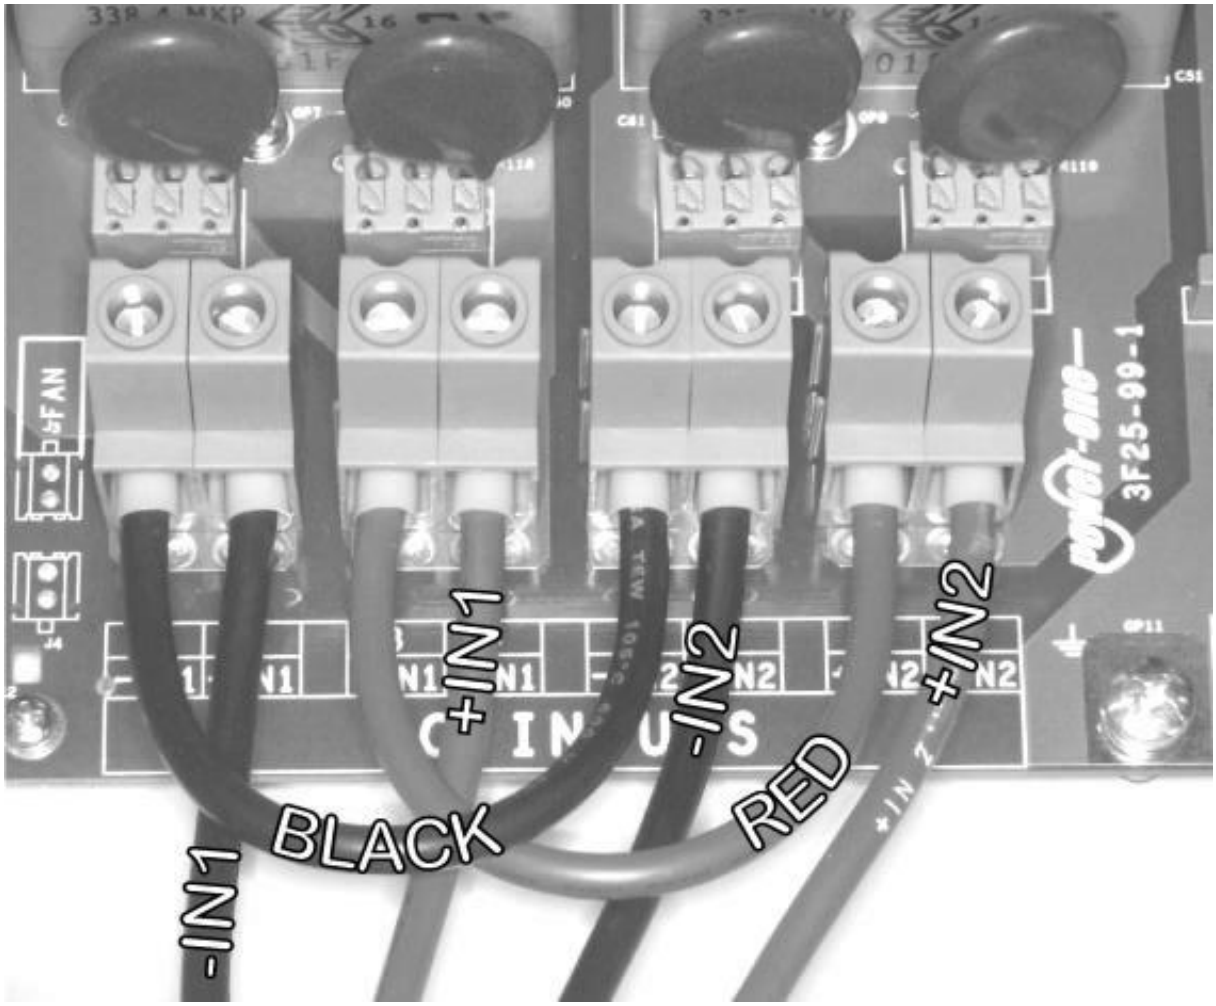

**Fig.13 DC wire terminal block**
2) Connect the positive DC cable from the rectifier or Wind Interface to the positive terminal block inside the AURORA inverter (red cable on Fig 13).
3) Connect the negative DC cable from the rectifier or Wind Interface to the negative terminal block inside the AURORA inverter (black cable on Fig 13).